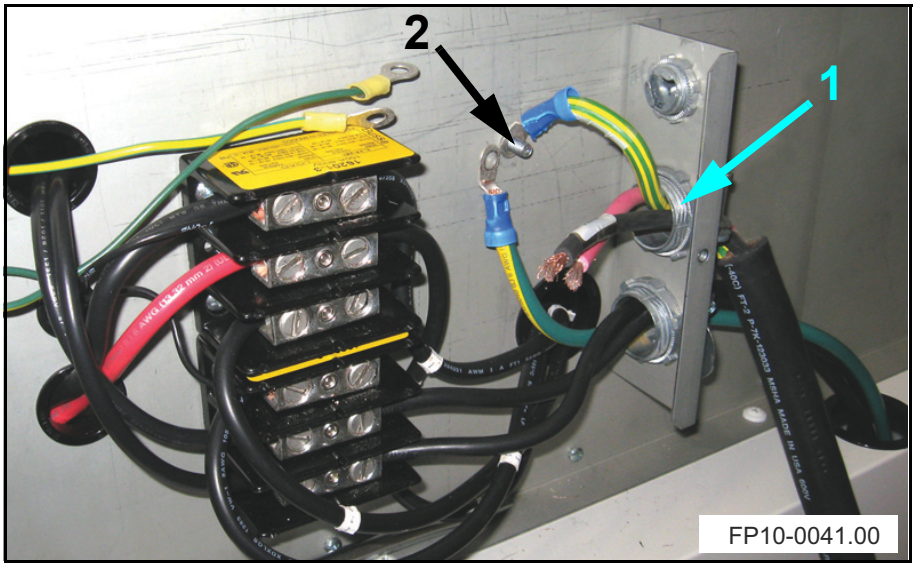
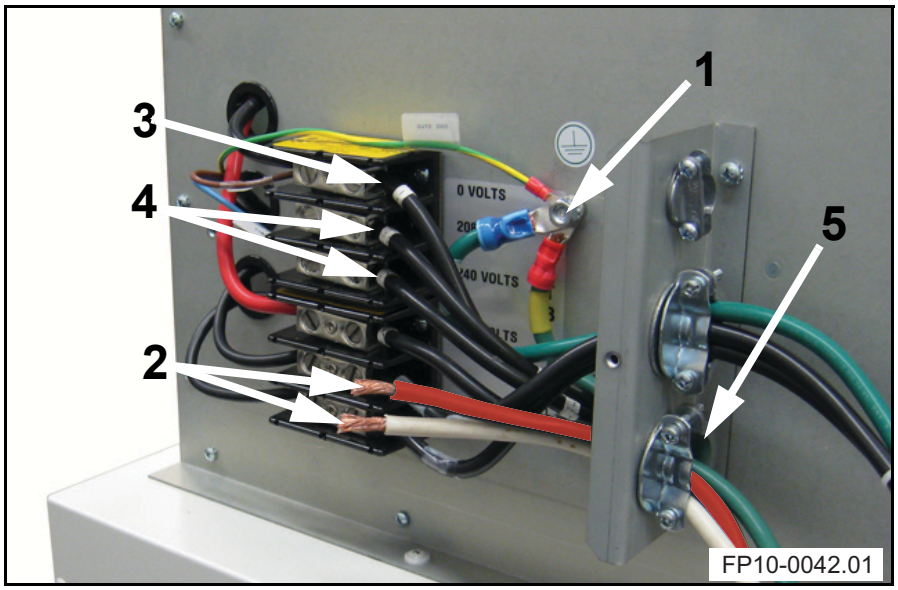

Figure 2-3. Wires from main power cable routed through the cable clamps.
Figure 2-4. Ground wires connected. Main power cable ground wire flush to the power module sheet metal.
4 Route the main power cable through the cable clamp (1 in Figure 2-3).
5 Connect the ground wire from the main power cable to the ground pin (2 in Figure 2-3). Thereafter connect the other previously disconnected ground wires and fix them in place with the nut (1 in Figure 2-4).
6 Connect one of the other two wires from the main power cable (2 in Figure 2-4) to the 0 Volt terminal (3).
8 Secure the main power cable by tightening the cable clamp (5 in Figure 2-4).